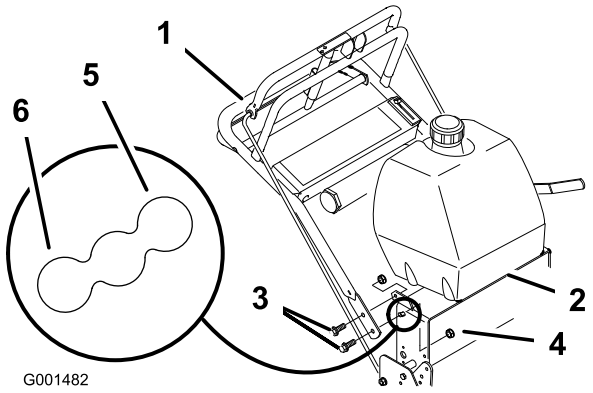

Figura 21
2. Afloje los pernos con arandela prensada y la tuerca con arandela prensada que sujetan el manillar con el bastidor trasero (Figura 21).
3. Quite los pernos inferiores con arandela prensada (3/8 x 1 pulgada) y las tuercas con arandela prensada que sujetan el manillar con el bastidor trasero (Figura 21).